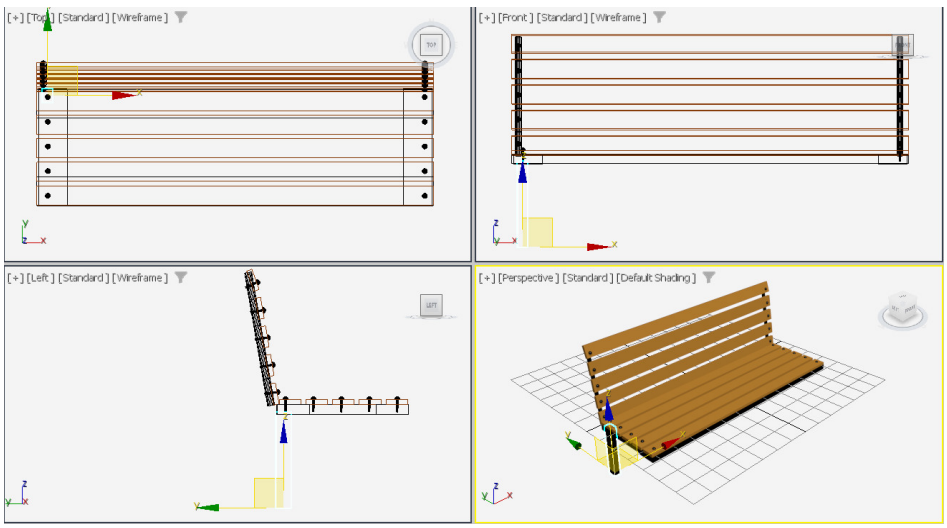

Figure 2-98 *Alignment of leg001 in viewports*
5. Choose the **Select and Move** tool and align *leg001* with *leg support001* in the viewports, refer to Figure 2-98. You need to adjust the viewport to display all the objects properly using the **Zoom** and **Pan View** tools.